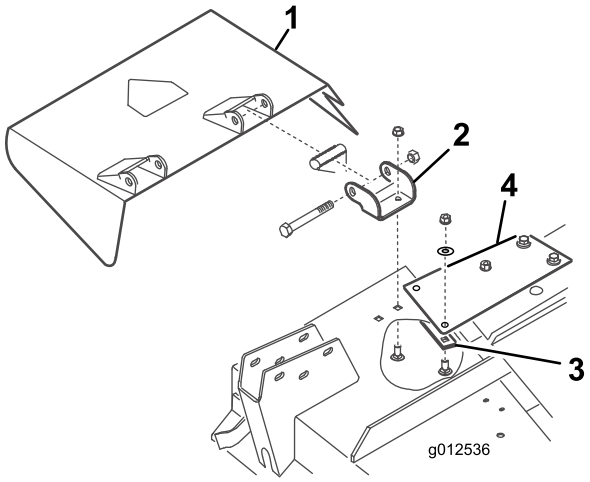

Figuur 7
1. Verwijder de bouten, borgmoeren en veren waarmee de bevestigingen van de grasgeleider vastzitten op de draaibeugels (Figuur 7). Verwijder de geleider.
2. Verwijder de slotbouten en flensmoeren waarmee de draaibeugels bevestigd zijn aan de behuizing (Figuur 7). Verwijder de draaibeugels. Bewaar het bevestigingsmateriaal voor later gebruik.
3. Verwijder de 2 slotbouten, platte ringen en borgmoeren waarmee de steunplaat aan de onderkant van de behuizing en de verstevigingsplaat aan de bovenzijde van de behuizing zijn bevestigd (Figuur 7).